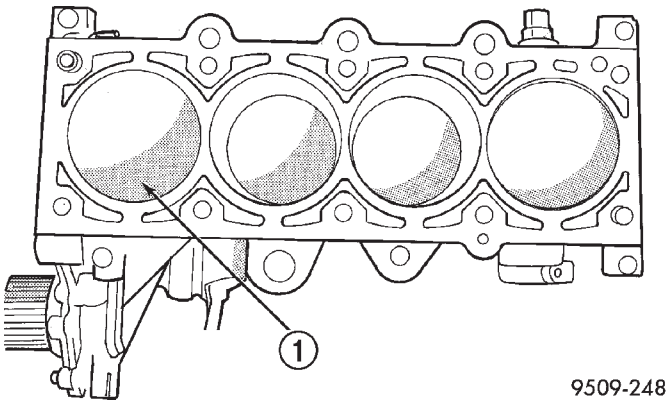

Abb. 108 Markierungen am Kolben
(1) Zylinderkopf und Ölwanne abbauen. Näheres hierzu siehe Hinweise in diesem Abschnitt.
(2) Vor dem Ausbau der Kolben aus dem Zylinder den Grat an der Bohrungsoberkante mit einer geeigneten Reibahle entfernen. **Kolben bei diesem Arbeitsgang unbedingt abdecken**. Kolben mit der betreffenden Zylindernummer kennzeichnen (Abb. 108).
(4) Im Bereich, der in (Abb. 108) dargestellt ist, befindet sich eine Einprägung auf den Kolben. Dabei handelt es sich entweder um einen Richtungspfeil oder eine Gewichtsangabe für die Baugruppe. L
(4) Die Gewichtsmarkierung L (leicht) bzw. H (schwer) befindet sich auf der vorderen Kolbenhälfte und zeigt zur Stirnseite des Motors (Abb. 108).